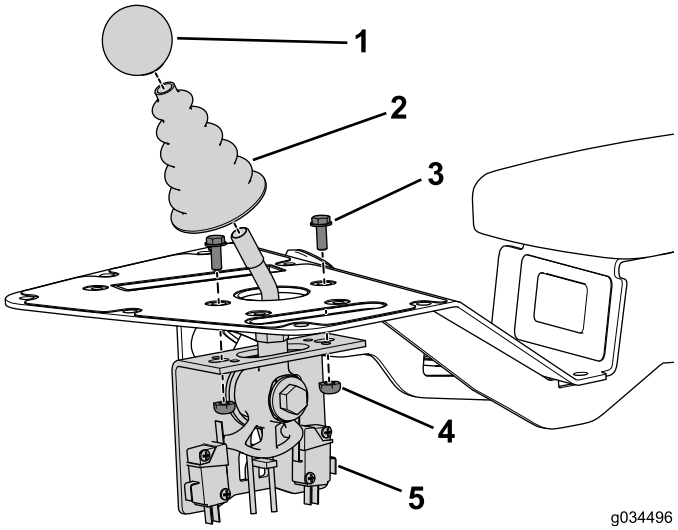

Figura 4
1. Retire y aparte el pomo de la varilla del control de siega (Figura 4).
2. Retire y aparte el fuelle de la varilla del control de siega (Figura 4).
3. Retire y aparte los 2 pernos y tuercas que sujetan el conjunto del control de siega a la consola (Figura 4).